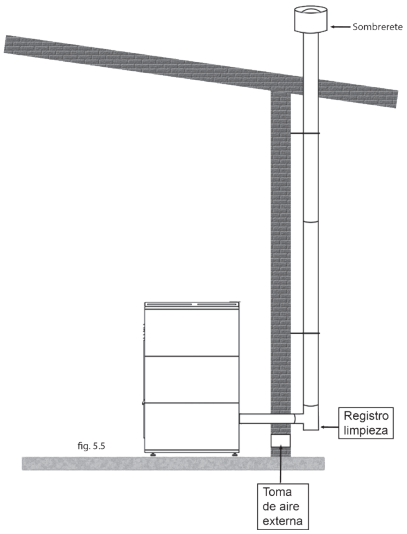

fig. 5.5
5.3.4 CANNA FUMARIA ESTERNA (vedi fig. 5.5)